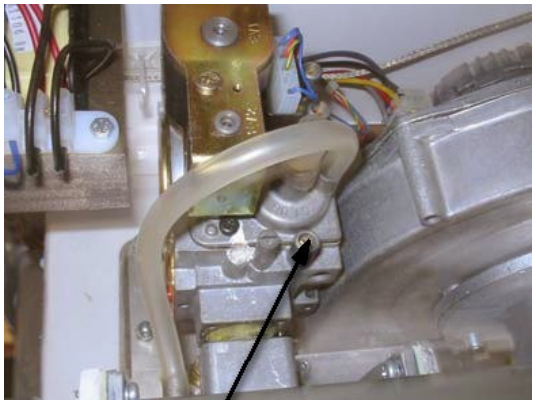

Figure 1 - Gas Inlet PTN
2. Once the casing has been removed keeping your hands away from exposed electrical components and connections, switch the electrial power supply to the appliance back on. Prior to commencing the adjustment procedure, the boiler should be brought up to the normal working temperature, a gas working pressure of at least 18mbar should be present at the gas inlet test nipple (see Figure 1) and the thin neoprene plastic pipe between the venturi and gas valve should be in place/sound.